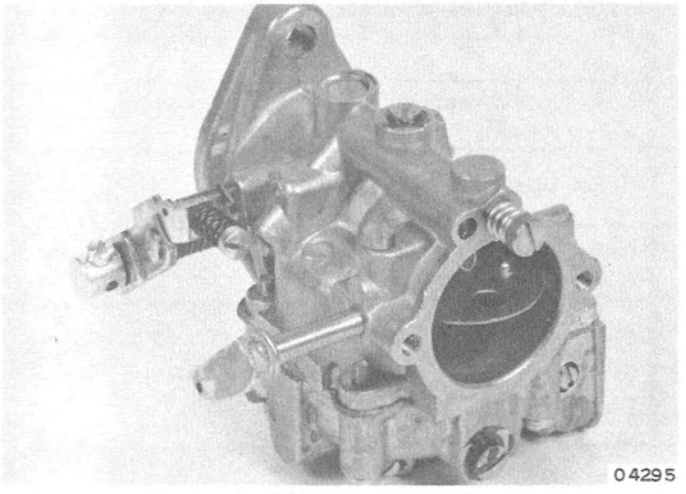

Figure 1. "MD" Series Carburetor
1. The "MD" series carburetor has been kept basically simple for ease of service (Figure 1)
4. Adjust idle mixture screw outward (counterclockwise) until engine starts to "load up" and slow down or fire unevenly because of an over-rich mixture. (Figure 1)